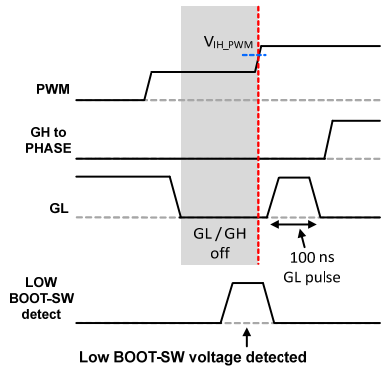

Figure 32. Low BOOT-SW Voltage Detected and PWM from 3-State to HIGH
- If the part exits 3-state with a low BOOT-SW voltage condition and the controller commands PWM=HIGH, the SPS outputs a 100 ns GL pulse and follows the PWM=HIGH command (*see Figure 32).*